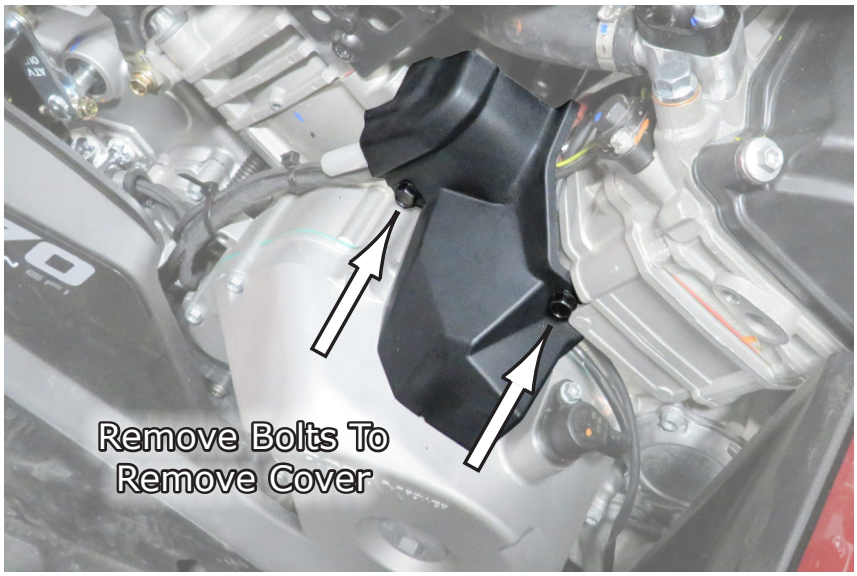

**Fig.16**
**16**. The next thing is to remove the small cover on the side of the engine by removing the two bolts holding it onto the block, as you will be adding a new cable to the existing connector under it. See **Fig.16**.